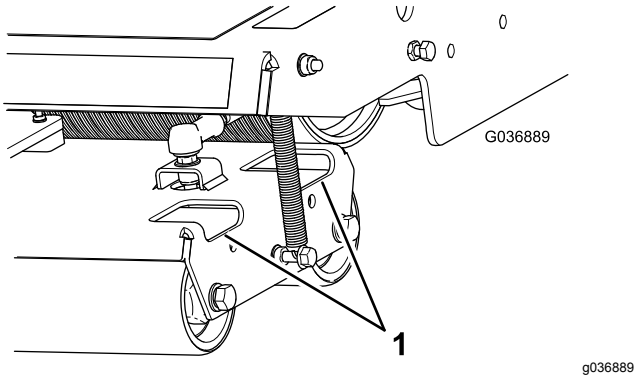

Figura 39
2. Pulite i rulli da sporco e detriti in base alle esigenze spruzzando acqua attraverso i fori negli alloggiamenti dei rulli (Figura 39).